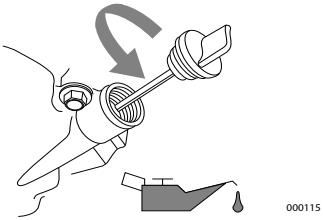

Figure 2-1. Retrait du bouchon-jaugeur
3. Voir la ***Figure 2-1***. Retirez le bouchon-jaugeur de l'orifice en l'essuyant.